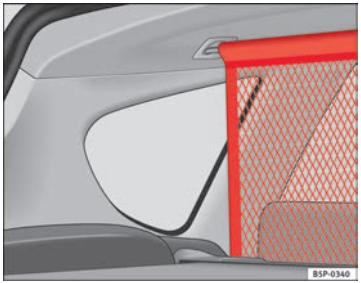

Abb. 127 Gepäckraumnetz
– Führen Sie das Netz von unten zwischen der Lehne und der aufrollbaren Ablage hindurch und hängen Sie es in den Aufnahmen an der Decke ein, zuerst rechts dann links ⇒Abb. 127.